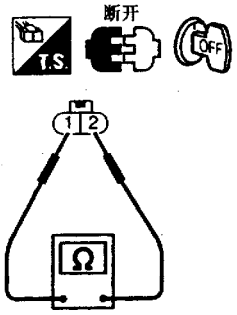

图8－12－49　检测插头间电阻
①拔下喷油器线束插接件。
②如图8－12－49所示检测插头之间的电阻，应为13.5～17.5Ω(25℃时)，如果不正常，则更换喷油器。
起动信号电路图如图8－12－51所示。